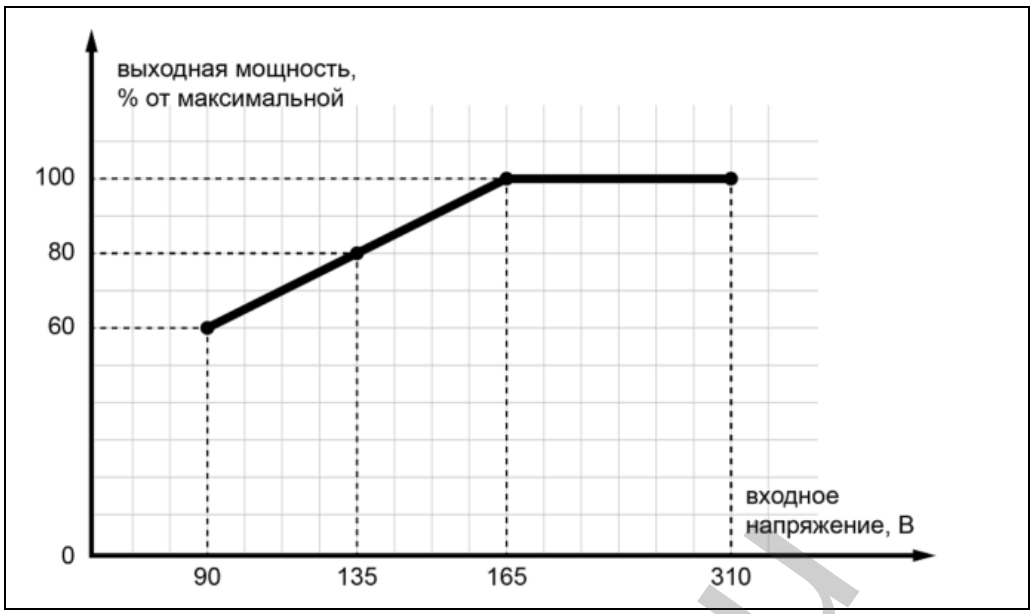

Рис. 3. График зависимости выходной мощности стабилизатора от входного напряжения.
*Расчёт мощности произведён для работы стабилизатора при входном напряжении более 190 В. Если напряжение ниже 190 В, необходимо учитывать поправку согласно рис.3.
По индикатору нагрузки можно отслеживать текущую нагрузку на стабилизатор. Запрещается использовать стабилизатор в условиях перегрузки по мощности. Следует помнить, что при пониженном напряжении в электросети эффективная мощность стабилизатора пропорционально снижается. Зависимость эффективной мощности стабилизатора от входного напряжения показана на рис. 3.